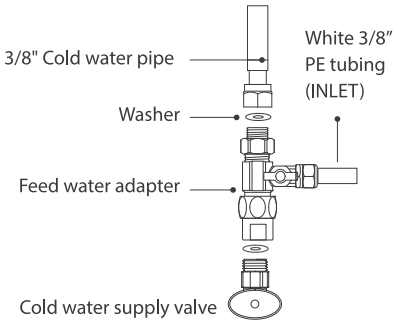

Figure 5
c. Twist the feed water adapter onto the cold water supply valve (with its washer) and tighten it with an adjustable wrench**(Figure 5)**. The "INLET" water tubing has been attached to the feed water adapter for easy installation.